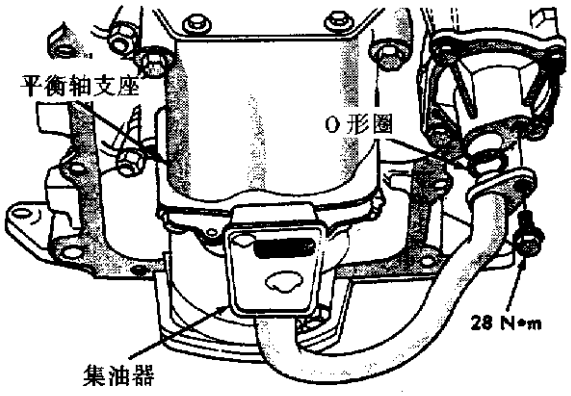

图 3－86　集油器
(2)拆卸：拆去固定于油泵和气缸体总成的两个螺栓(图 3－87)。
①使用 Mopar Gasket Maker 垫片加到泵体到气缸体内表面(机加工面)。
②润滑油泵转子和轴以及驱动齿轮。